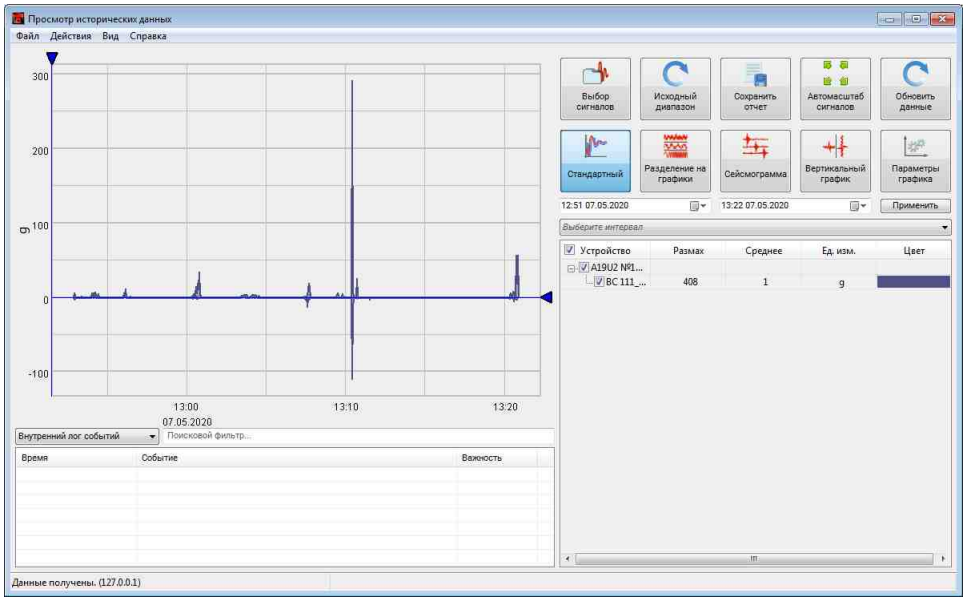

Рис. 2.2 Программа «Просмотр трендов»
4. Просмотр сигналов, зарегистрированных в режиме непрерывной записи удобно производить с помощью программы «Просмотр трендов» (*Рис. 2.2*), запуск которой выполняется из меню «Регистрация» панели ZETLAB.